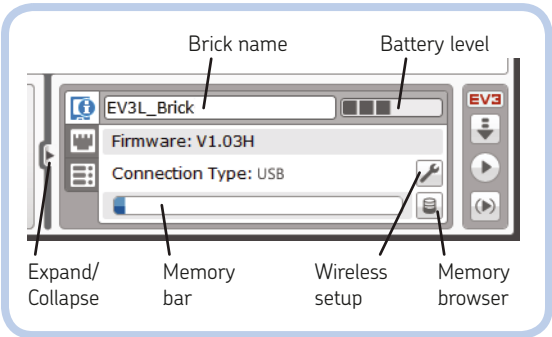

Figure 5-5: The Brick Information tab of the Hardware Page
- **Brick Information tab** (Figure 5-5): When the EV3 Brick is connected, use this tab to check the battery level, the amount of memory available, and the firmware version of the EV3 Brick. You can change the name of the EV3 Brick, set up the wireless network, and browse files in the EV3 Brick's memory.